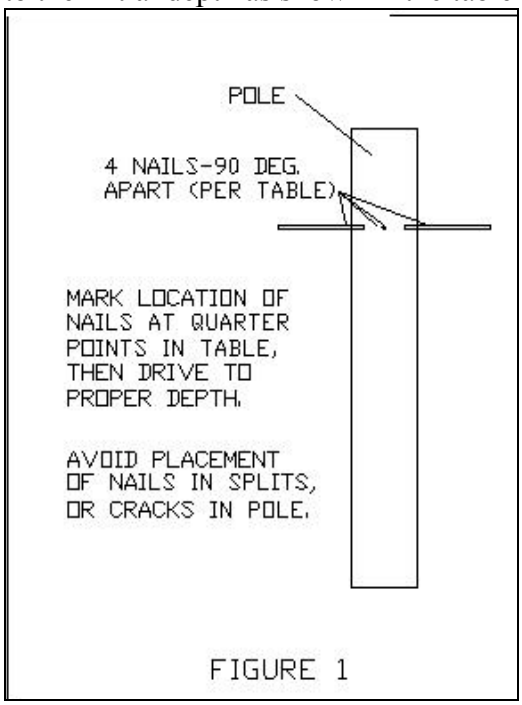

FIGURE 1
e. (1) 38" P&C Flex® corrugated gray flexible, sunlight resistant, 1.5" conduit
f. (1) Standard 1.5" coupling
g. (12) Panduit tie straps
h. (1) Recommended 40" measuring "Wrap-Around" supplied by others & plumbers glue.
1. Assemble the (7) rollers from the 14 roller halves on the ground. This will save installation time.
5. Place the nails perpendicular to the pole for mounting. (Figure 1) Drive the nails into pole to the initial depth as shown in the table (3.75”). See table below.